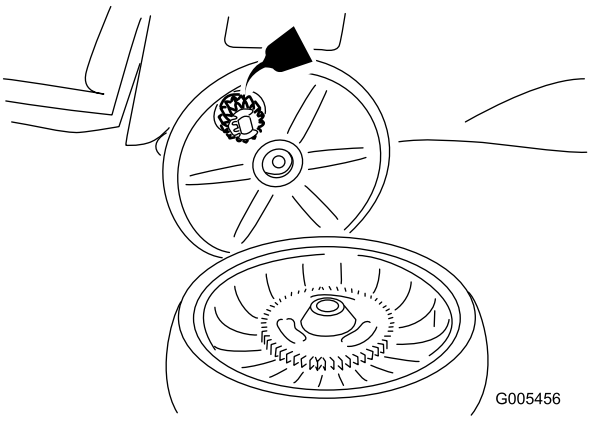

Figur 33
2. Applicera smörjolja på hjulet såsom visas i Figur 33.